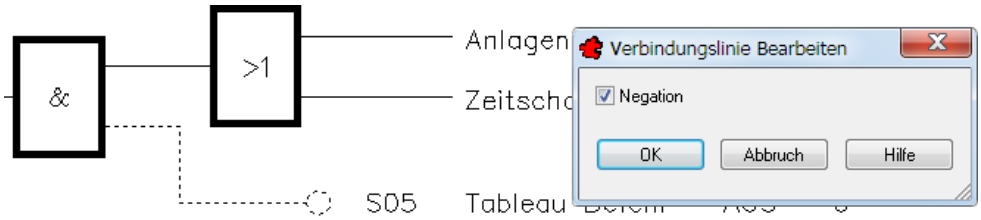

Bild 25.35 – Bearbeiten einer Verbindungslinie
- *ZG – Verbindungslinie editieren:* Mit dieser Dialogbox können Sie die Negation der gewählten Verbindungslinie umschalten (Abb. 25.35).